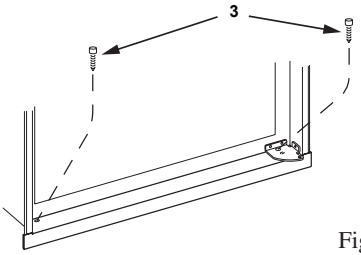

Fig. 13
b) Once the lower front strip is slipped under the hinge, the part is possible to swing into place as shown in Fig. 13.
c) Secure the refrigerator and the lower front strip with two screws: One screw through the hinge, and on the opposite side and then, one screw through the lower front strip, see Fig. 13.